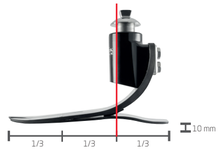

Abb. 1
- Der Verlauf der Belastungslinie soll zwischen dem mittleren und hinteren Drittel verlaufen (Abb. 1).